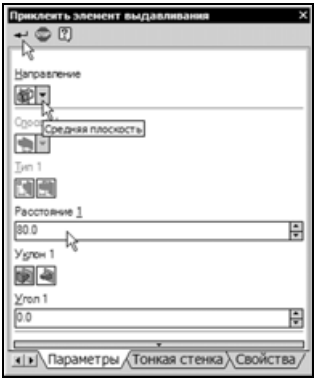

Рис. 6.166
- Закройте эскиз и выполните **Приклеить выдавливанием** с параметрами, показанными на рис. 6.166.